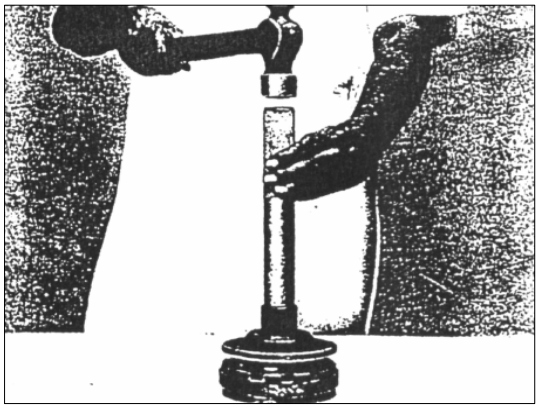

РИС. 328
7) Осмотрите манжету шестерни хвостовика на предмет износа, срезов или повреждений. Если необходимо, замените её, используйте пробойник 2640 5890 3508 и рукоятку 2640 5890 3511 (см. рис.328).